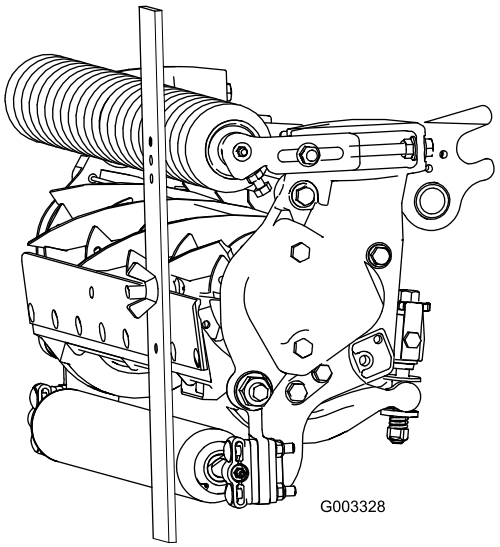

**Figuur 18**
3. Plaats de schroefkop op de snijrand van de snijplaat en laat de achterzijde van de lat op de achterrol rusten (Figuur 18).
4. Draai aan de stelschroef totdat de voorrol contact maakt met de hoogtelat (Figuur 18). Stel beide uiteinden van de rol af totdat de hele rol evenwijdig is aan de snijplaat.